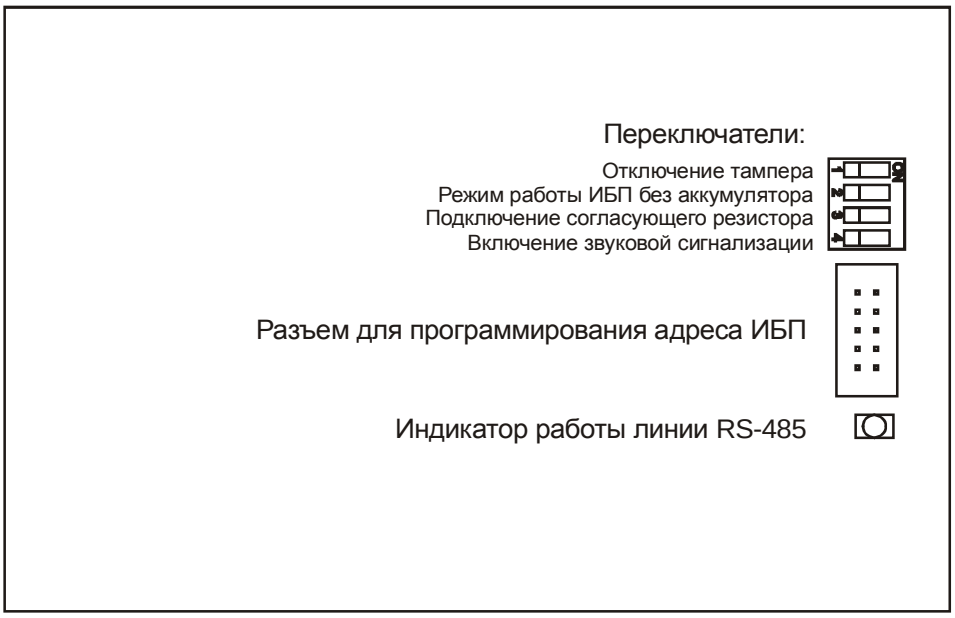

Рис. 5 Внешний вид платы контроллера состояний
4.5 Внутри корпуса на двери размещена плата контроллера состояний (Рис. 5).